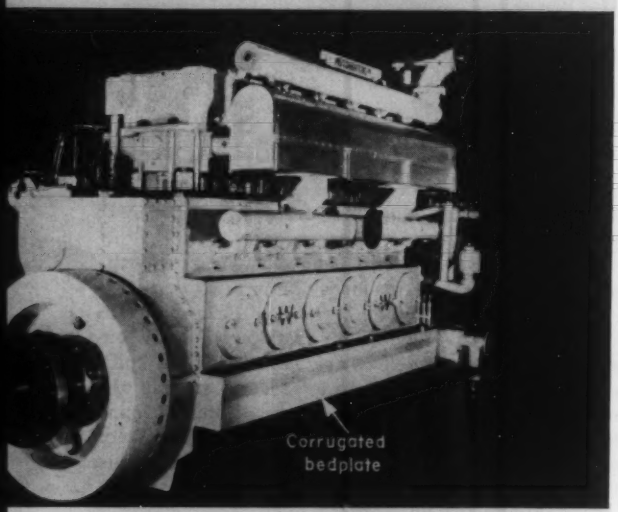

Fig. 4—Corrugated bedplate stiffener absorbs vibration energy and reduces sound level in diesel engine.
**Fig. 4—Holding power of the five grades of liquid compositions on, *a*, mild steel screws and, *b*, aluminum and brass screws. These plots apply to screws of all diameters.**
In addition, light members, inadequately designed, produce diaphragming that may cause unsuitable performance, undesirable noise, and vibrating stresses on the surrounding supporting area. A light diaphragm member is difficult to control because of the many nodes it can vibrate in. However, light-gage materials can be rigidized by corrugations of rectangular, circular or irregular designs to make a marked improvement in load-carrying and stiffness ability, as well as minimizing vibration-control problems, Fig. 4.